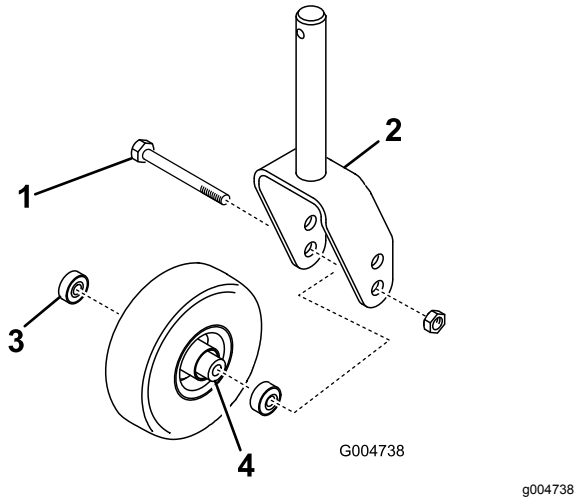
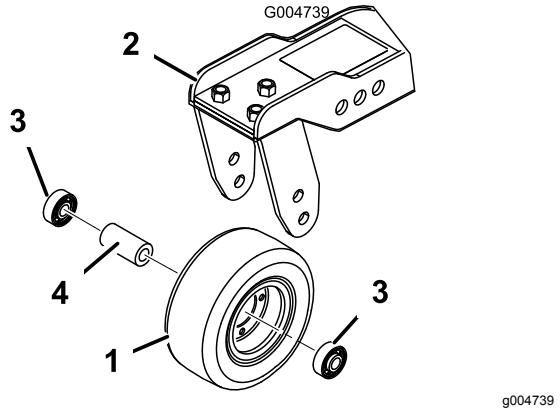

**Figur 106**
**Figur 107**
1. Skru låsemøtrikken af bolten, der holder styrehjulsenheden fast i styrehjulsgaflen (Figur 106) eller styrehjulsdrejearmen (Figur 107). Tag fat i styrehjulet, og tag bolten ud af gaflen eller drejearmen.
2. Fjern lejet fra hjulnavet, og lad lejeafstandsstykket falde ud (Figur 106 og Figur 107). Fjern lejet fra den modsatte side af hjulnavet.